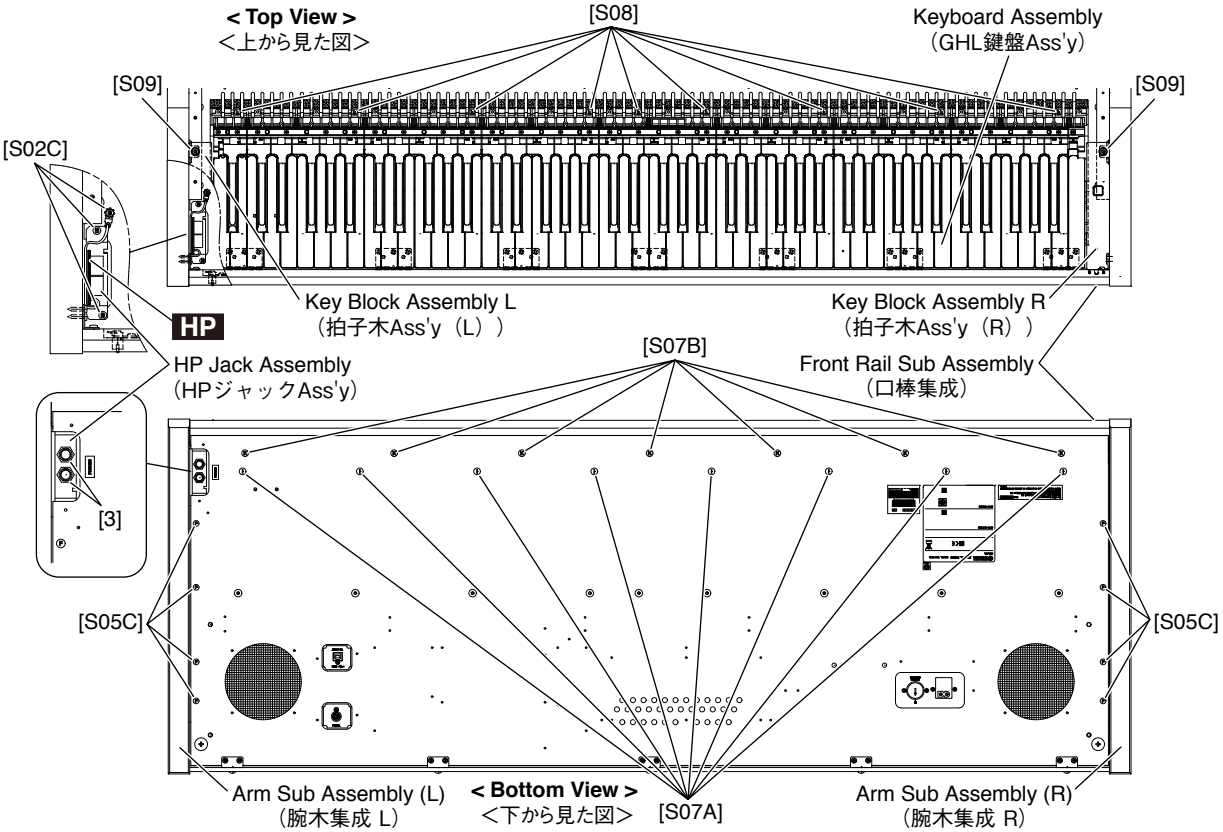

Fig.10（図 10）
10-4 Remove the screw marked [S09]. (Fig.10)
* ***The key block assembly R can then be removed in the same manner. (Fig.10)***
10-4 [S09] のネジ 1 本を外します。(図 10)
※ **拍子木 Ass'y（R）も同様に外すことができます。(図 10)**
12-5 Remove the nine (9) screws marked [S08] and the eight (8) screws marked [S07A]. The GHL keyboard assembly can then be removed. (Fig.10)
12-5 [S08] のネジ 9 本と [S07A] のネジ 8 本を外し、GHL 鍵盤 Ass'y を外します。(図 10)
13-5 Remove the three (3) screws marked [S02C]. The HP jack assembly can then be removed. (Fig.10)
13-6 Remove the two (2) hexagonal nuts marked [3]. The HP circuit board can then be removed. (Fig.10)
13-5 [S02C] のネジ 3 本を外し、HP ジャック Ass'y を外します。(図 10)
13-6 [3] の特殊ナット 2 個を外し、HP シートを外します。(図 10)
16-8 Remove the four (4) screws marked [S05C]. The arm sub assembly L can then be removed. (Fig.10)
16-8 [S05C] のネジ 4 本を外し、腕木集成 L を外します。(図 10)
17-7 Remove the seven (7) screws marked [S07B]. The front rail sub assembly can then be removed. (Fig.10)
17-7 [S07B] のネジ 7 本を外し、口棒集成を外します。(図 10)